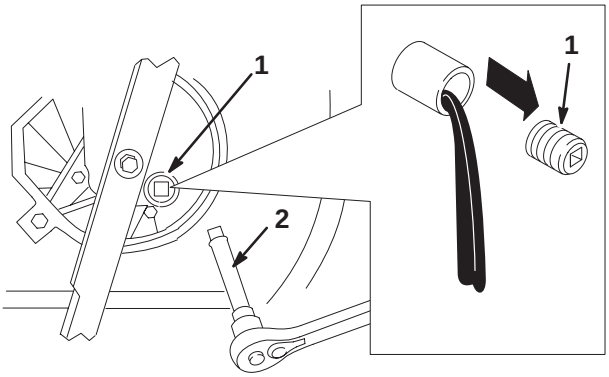

Abbildung 21
5. Die Ölablaßschraube entfernen, den Rasenmäher wieder auf Betriebsposition zurückstellen und das Öl in die Auffangschale ablaufen lassen (Abb. 21). Darauf achten, daß kein Öl auf den Riemen kommt.